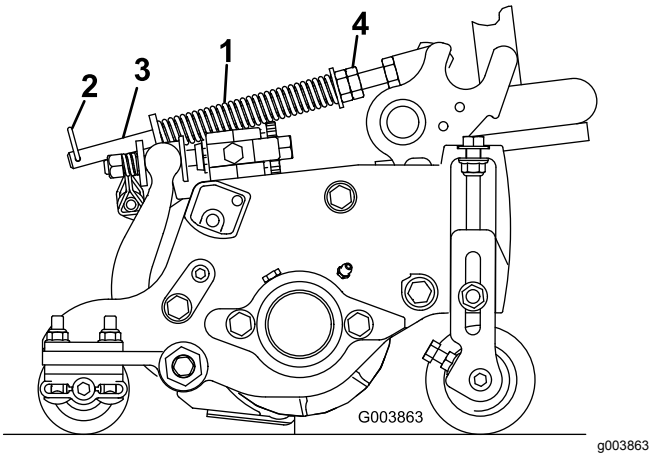

Figur 15
Dekkekompenseringsfjæren overfører også vekt fra den fremre til den bakre valsen (Figur 15). Dette er med på å redusere bølgemønsteret i gresset, også kjent som "ondulering".
1. Kontroller at hårnålssplinten er installert i det bakre hullet på enden av stangen (Figur 15).
2. Trekk til sekskantmutrene foran på fjærstangen til den komprimerte lengden på fjæren er 12,7 cm for klippeenheter på 12,7 cm eller 15,9 cm for klippeenheter på 17,8 cm) (Figur 15).